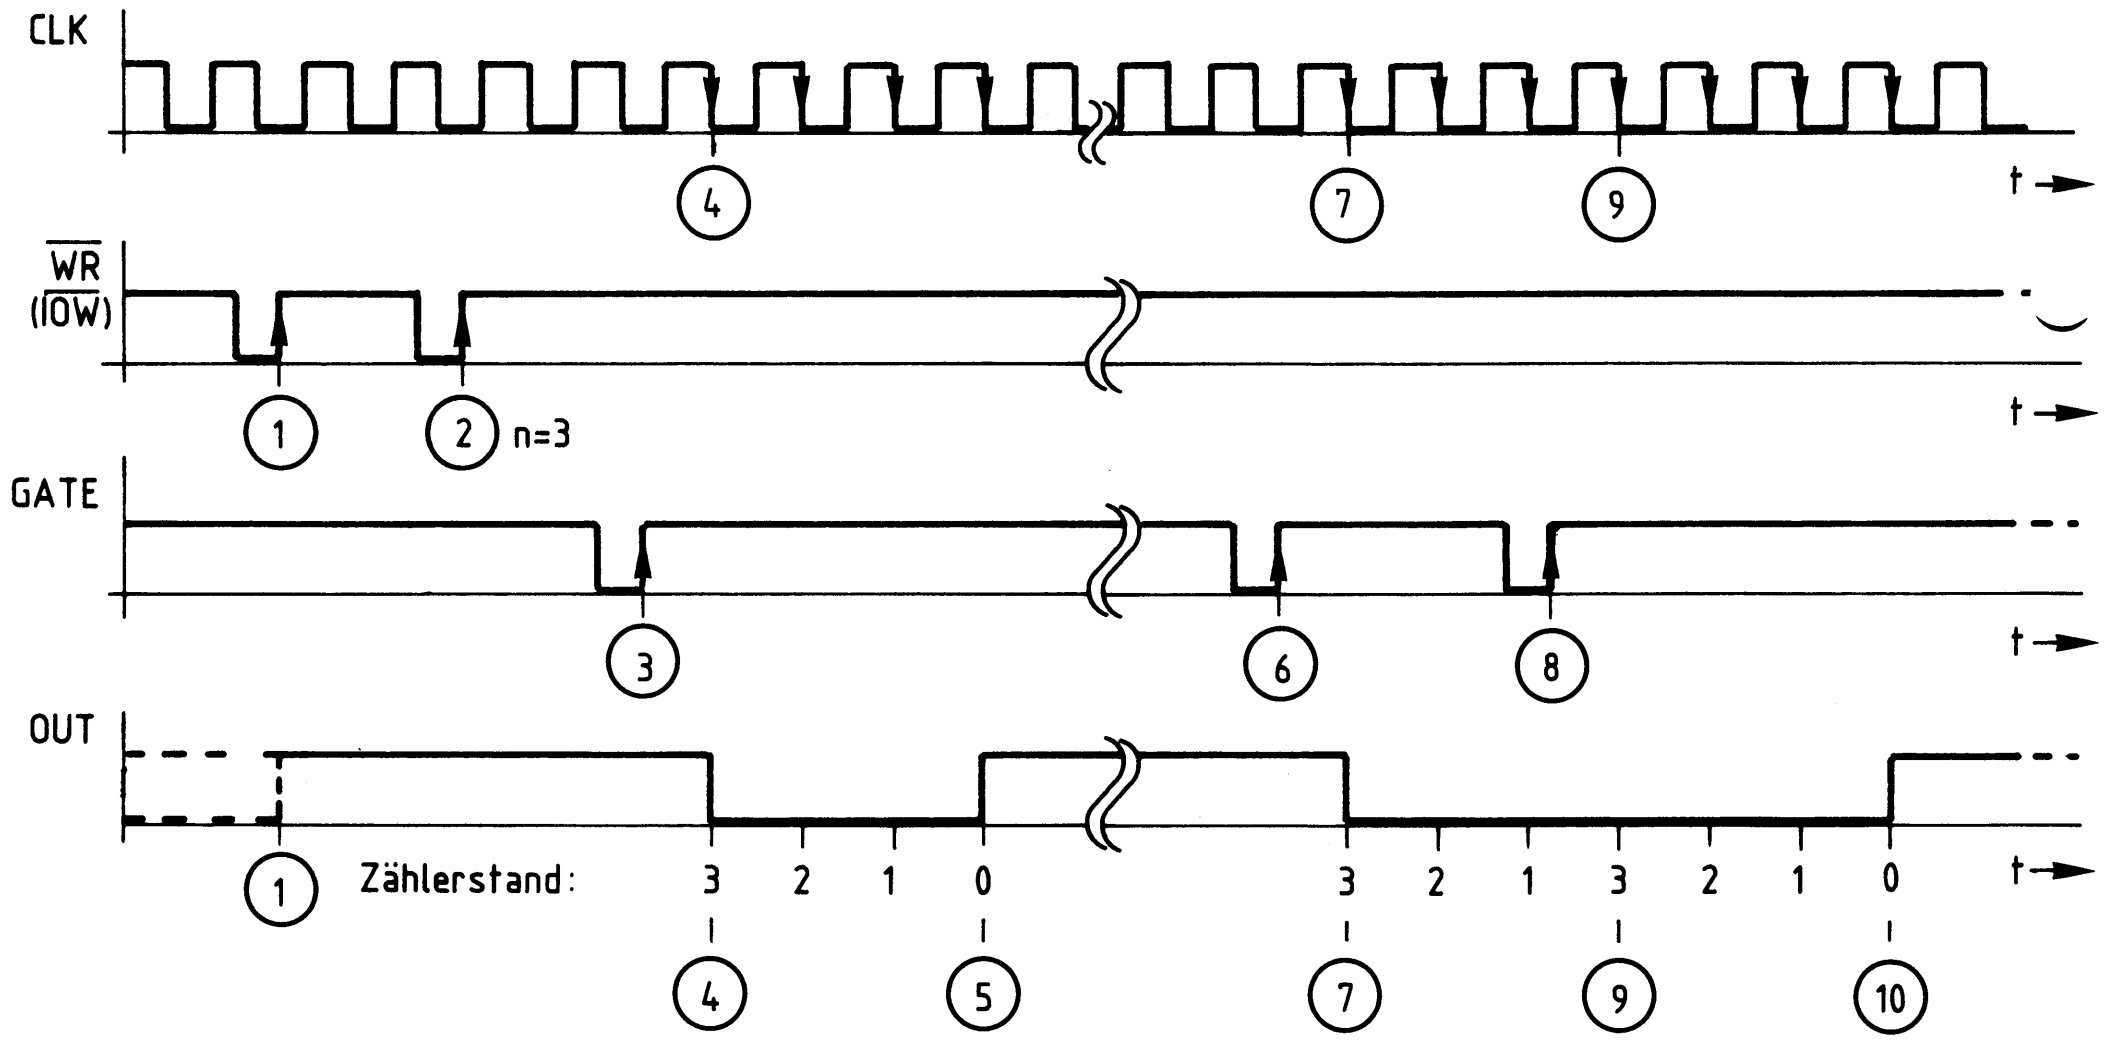

Bild 17: Impulsdiagramm zur Betriebsart 1
Bild 17 zeigt die wichtigsten Zusammenhänge der Betriebsart 1 im Impulsdiagramm.
Erläuterungen zu Bild 17:
(1) Mit der positiven Flanke des $\overline{\text{WRITE}}$-Signals ("$\overline{\text{IOW}}$") wird das Steuerwort für die Betriebsart 1 in das Steuerwort-Register des Bausteins geschrieben. Der Ausgang "OUT" führt nun H-Signal, der Zähler arbeitet jedoch noch nicht.
(2) Nun wird der Zähleranfangswert mit einem oder mit zwei Schreibzyklen (je nach Definition lt. Bild 9) in das Zwischenregister geladen. In Bild 17 wird der Wert "3" mit einem Zyklus geladen. Die Zählung beginnt jedoch noch nicht.
(3) Erst eine positive Signalflanke am GATE-Anschluß triggert die Schaltung bzw. löst das Zählen aus.
(4) Durch den nächsten Takt erfolgt die Übernahme des Zähleranfangswertes vom Zwischenregister in das Zählregister. Die Zählung beginnt. Mit jedem weiteren Takt verringert sich der Zählerstand um den Wert "1".
(5) Drei Takte nach der Zählerübernahme ist der Zählerstand "0" erreicht, und "OUT" nimmt H-Pegel an. Hierdurch meldet der Zähler, daß er seine Arbeit beendet hat. "OUT" führt nun solange H-Pegel, bis die Monostabile Kippstufe erneut getriggert wird.
(6) Nach einer beliebigen Zeit trifft wieder eine neue positive Signalflanke am GATE-Anschluß ein.
(7) Durch Übernahme des Zähleranfangswertes in den Zähler beginnt der Zählvorgang erneut.
(8) Während des Zählens wird die Stufe nachgetriggert.
(9) Der Zähler wird durch das Nachtriggern wieder mit seinem Anfangswert geladen und beginnt von vorn zu zählen.
(10) Nach weiteren drei Takten hat der Zähler den Stand "0" erreicht und nimmt an "OUT" H-Signal an. Der Zählvorgang wurde durch die Nachtriggerung um den Zeitabschnitt von (7) bis (9) verlängert.